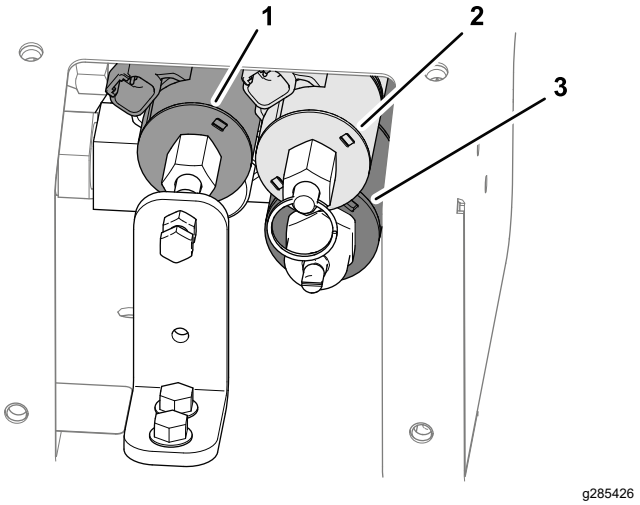

Figur 33
3. Lokalisera de tre reglerventilerna (Figur 33).